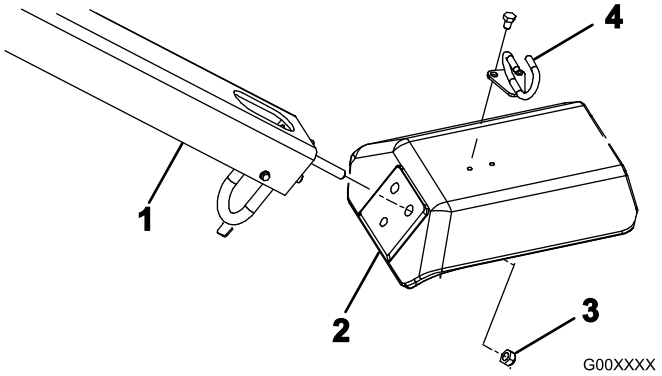

Figur 4
2. Før inn håndtakets monteringsbolter i hullene i gaffelen (Figur 4).
3. Fest håndtaksboltene til gaffelen med tre låsemutre (1/2 tomme)Figur 4
5. Fest kabelføreren øverst på gaffelen med to bolter (5/16 x 1/2 tomme) (Figur 4).